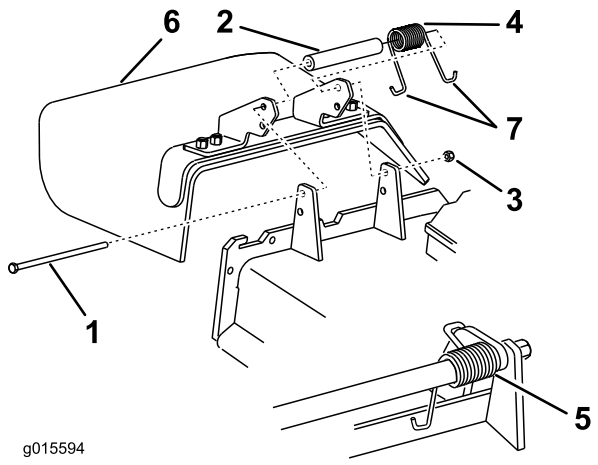

Figur 97
1. Ta bort låsmuttern, bulten, fjädern och distansbrickan som håller fast gräsriktaren på tappfästena (Figur 97). Demontera den skadade eller slitna gräsriktaren.
Obs: Se till att fjäderns ena **J** ände sitter bakom däckkanten innan du monterar bulten i enlighet med Figur 97.
3. Montera bulten och muttern. Placera fjäderns ena **J** krokformade ände runt gräsriktaren (Figur 97).